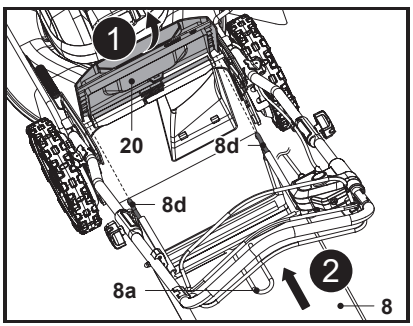

Rys. 6
3. Otworzyć i przytrzymać tylną osłonę deflektora (20) (rys. 6, krok 1).
4. Przenosić kosz na trawę (8) za uchwyt do noszenia (8a).
5. Wyrównać dwa zaczepy kosza na trawę (8d) z drążkiem i zawiesić na nim kosz (8) (rys. 6, krok 2).
6. Następnie ostrożnie opuścić tylną osłonę deflektora (20).